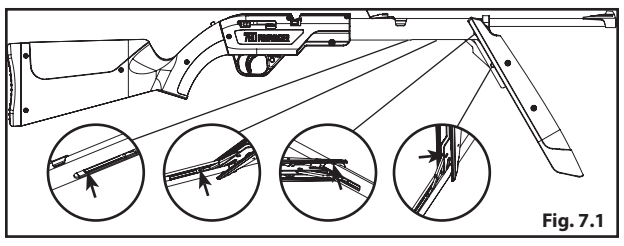

Fig. 7.1
- **a.** Put one drop of Crosman 0241 PellgunOil (available at crosman.com) on the pump pivot pins and the pump cup in the pump mechanism (Fig. 7.1)